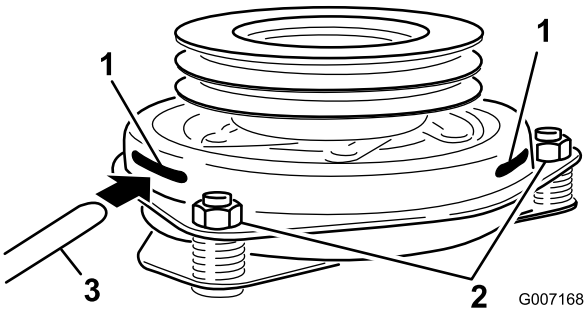

Figur 63
8. Sett et 0,381–0,533 mm følerblad gjennom én kontrollslisse på siden av enheten. Påse at det er mellom armaturen og rotorens friksjonsoverflater (Figur 63).
9. Stram låsemutrene til følerbladet sitter fast men er løst nok til at det lett kan beveges innen luftgapet (Figur 63).